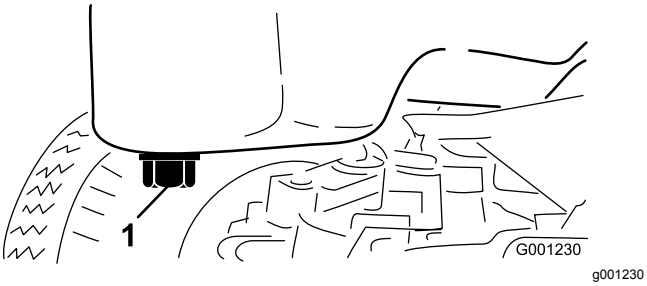

Figur 47
4. Stil en dræningsbakke under oliesumpen og på linje med aftapningsproppen (Figur 47).